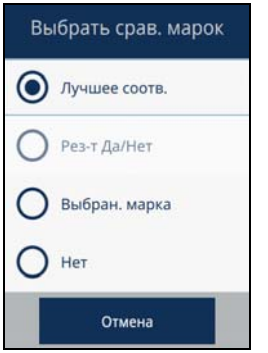

Рис. 2-67 Окно Выбрать сравнение марок
2. В диалоговом окне **Выбрать срав. марок** выберите одну из представленных опций (см. Рис. 2-67 на стр. 76).